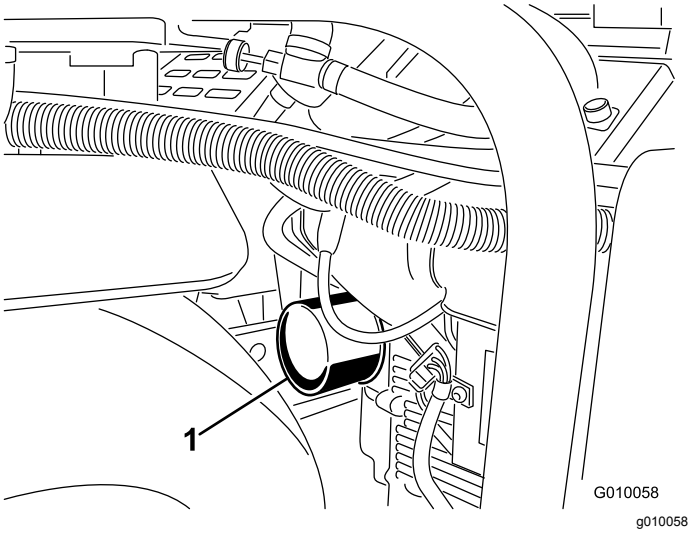
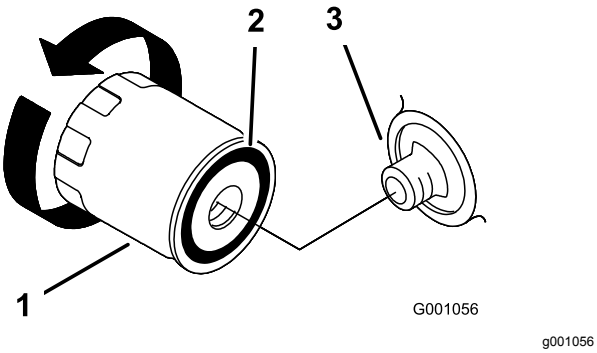

Figur 48
Figur 49
5. Anbring en lav bakke eller klud under filteret for at opfange olien (Figur 48).
6. Fjern det gamle filter (Figur 48 og Figur 49), og aftør filteradapterens pakningsoverflade.